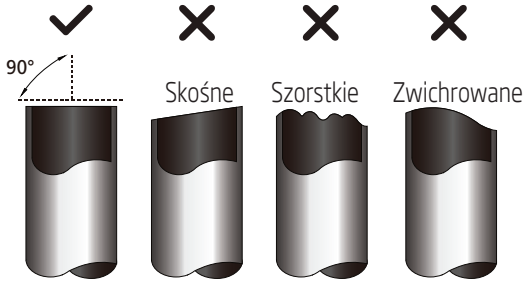

Rys. 7.1
3. Upewnić się, że rura jest ucięta idealnie pod kątem 90°. Przykłady nieprawidłowego cięcia znajdują się na Rys. 7.1.